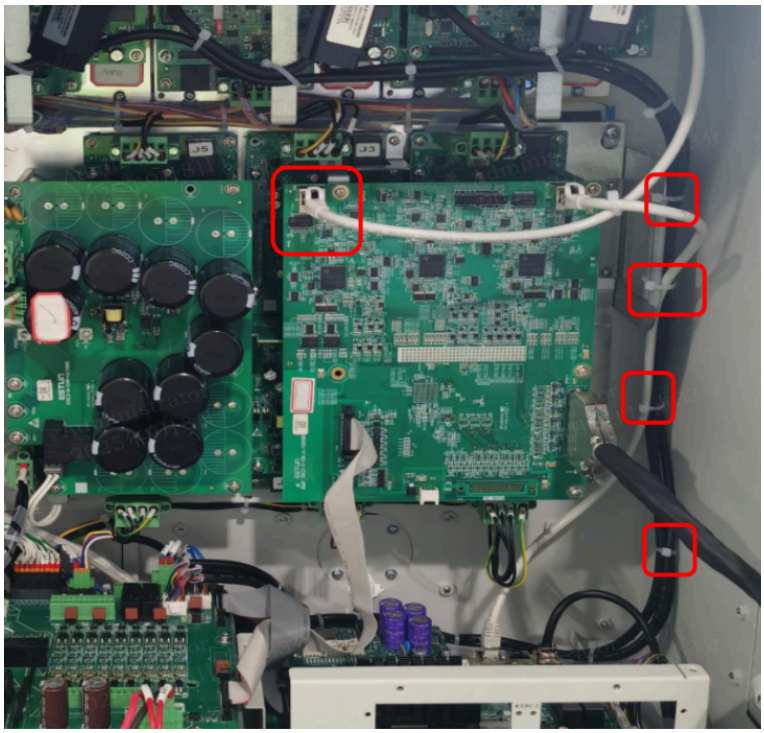

图 5-16 网线连接与串联
- 链路连接：从图 5-16 网线连接与串联主驱动的OUT 网口引出网线，连接至第一个附加轴驱动的IN 网口；
- 布线与捆扎：网线按图 5-16 网线连接与串联标注位置完成捆扎，原有扎带需调整的先剪除旧扎带，再规范捆扎，避免网线过度弯折、缠绕。